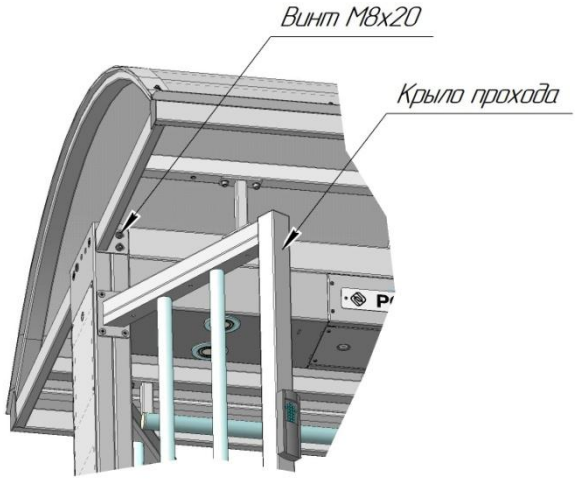

Рис. 4 Установка крыши на турникет
6.5. Для монтажа крыши последнюю необходимо поднять над турникетом, выровнять параллельно плоскостям турникета и аккуратно опустить на боковые ограждения турникета (рис. 4). Данная работа должна проводиться двумя монтажниками на стремянках с двух сторон турникета и двумя подсобными рабочими.